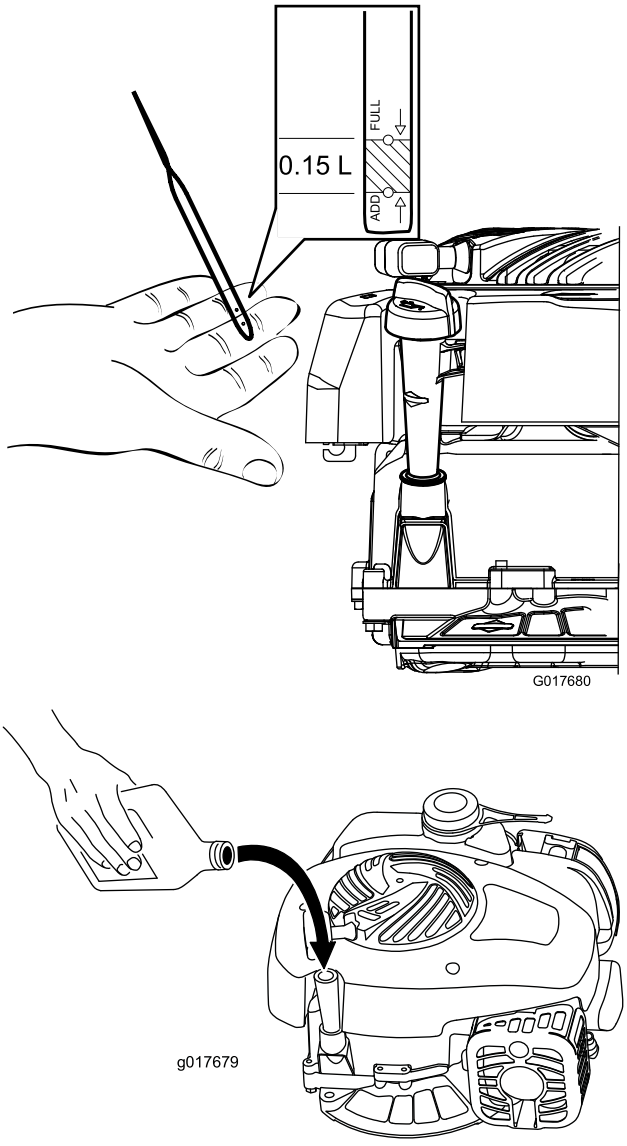

Рисунок 20
6. Медленно заливайте масло в маслозаливной патрубок до тех пор, пока уровень масла не достигнет отметки Full (ЗАПОЛНЕНО) на масломерном щупе (Рисунок 20). Проверка уровня масла с помощью щупа производится через 3 минуты после долива. Не допускайте переполнения картера. (Макс. объем масла: 0,47 л (16 унций), тип: автомобильное моющее масло классификации по API: SAE 30 SF, SG, SH, SJ, SL и выше.)